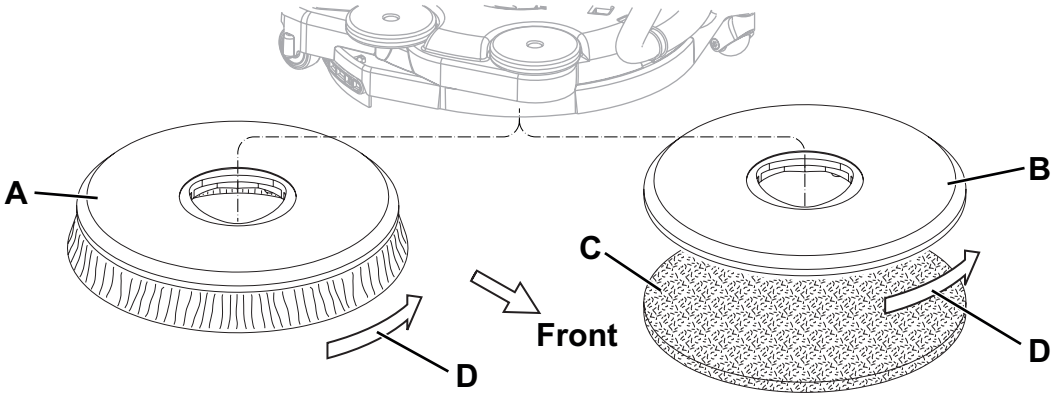

**Figure 1**
*Install either the brush (A, Fig. 1) or the pad-holder (B and C) according to the type of floor to be cleaned.*
2. Turn the function selection knob (31) to program (32).
3. Press the enabling push-button (38) together with the brush levers (39) to engage the brush/pad-holder.